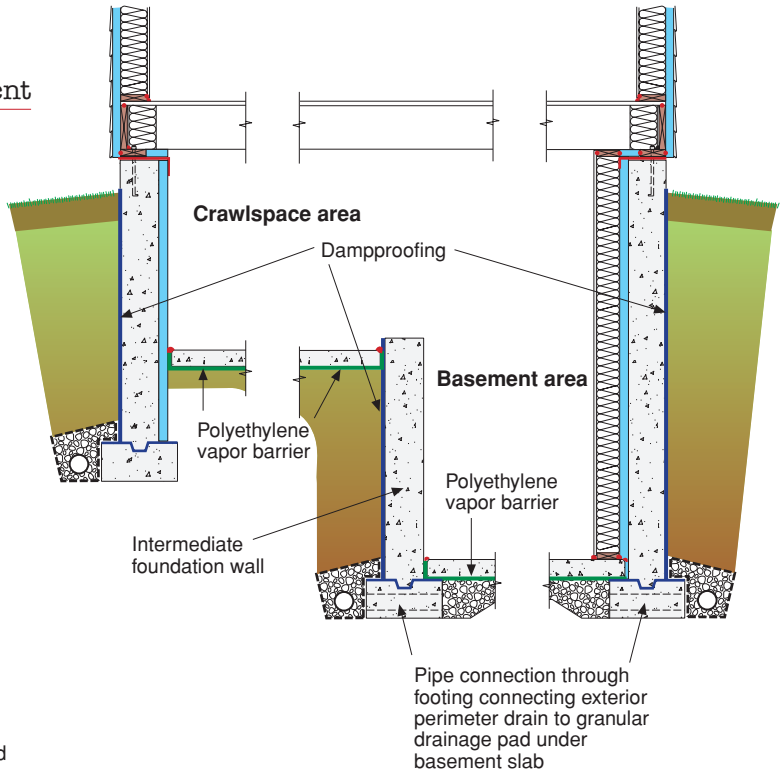

Figure 25
**Utility Walls** Another big hole is the utility wall where it intersects exterior walls and ceilings or where exterior walls are padded out to provide space for utilities (see **Figure 25**).